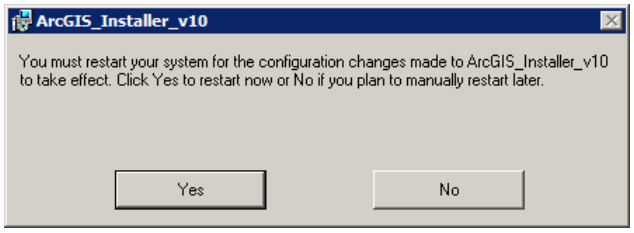

Figure 2-15 ArcGIS Setup Wizard – Restart System
7. The Esri installation requires a system restart to complete the installation process. Close open programs before restarting the computer. Click *Yes* to restart (Figure 2-15).